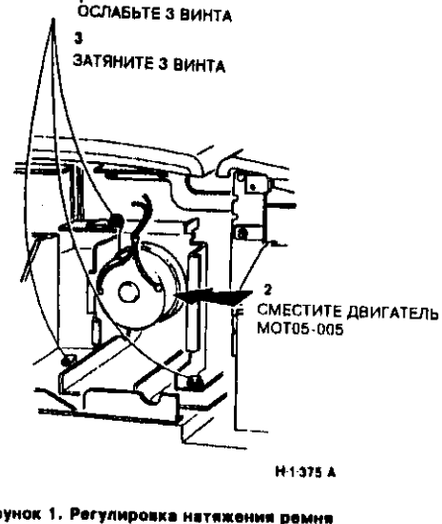

Рисунок 1. Регулировка натяжения ремня привода ввода в DADF
1. (Рисунок 1) Отрегулируйте натяжение ремня привода ввода в DADF, смещая двигатель привода ввода (MOT05-005).